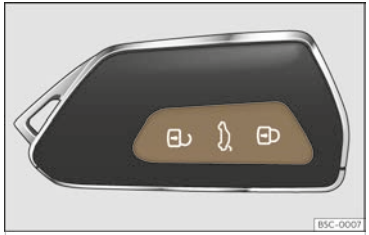

Fig. 78 Remote control key: buttons.
- Lock: press the button >>> **Fig. 78**.